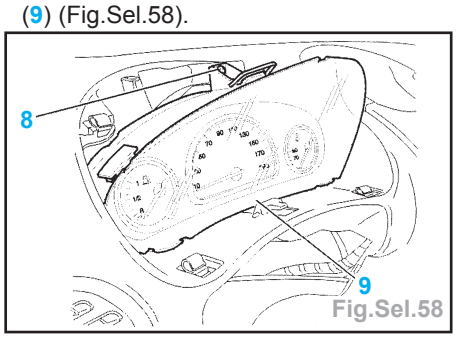

Fig.Sel.58
- Tirer la partie basse de la visière (7) pour la dégrafer.
- Déposer la fixation (8) et débrancher les connecteurs du combiné et le combiné (9) (Fig.Sel.58).